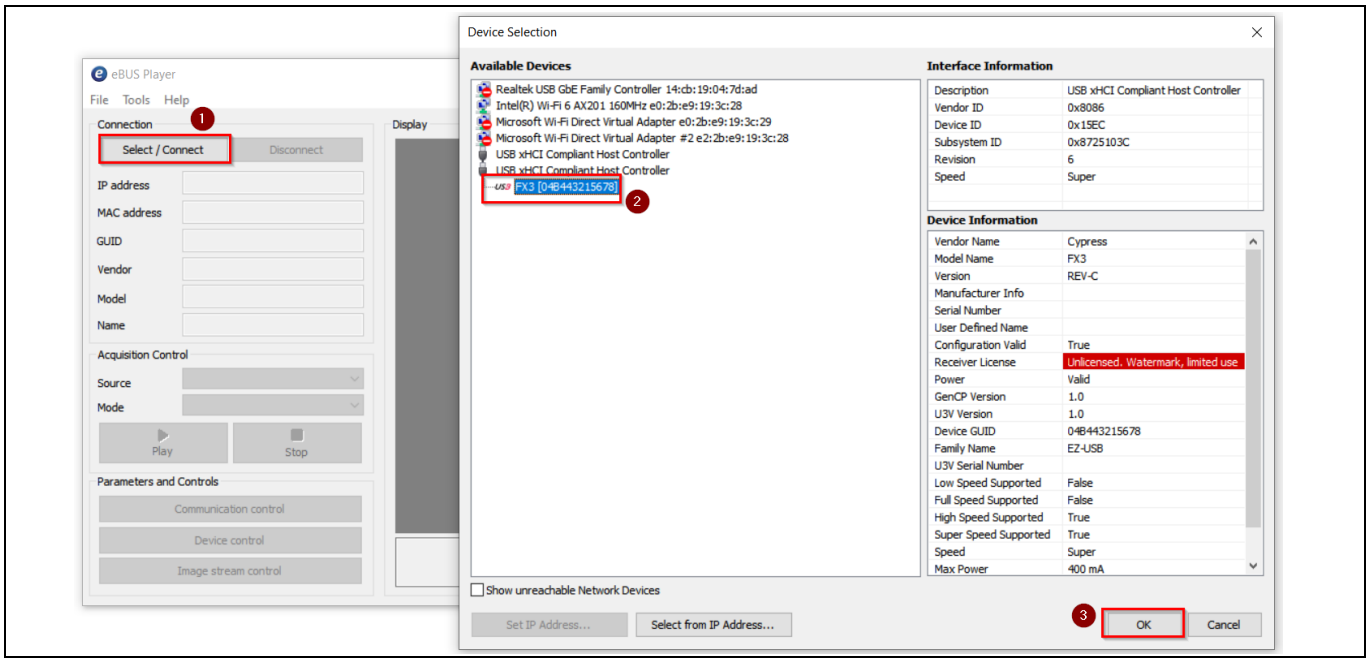

Figure 8 Selecting USB3 Vision device in eBUS Player application
4. Click **Select/Connect** from the eBUS Player. Verify that FX3 is detected as shown in **Figure 8**.